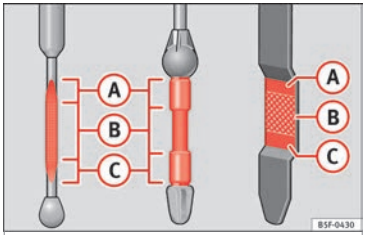

Fig. 224 Engine oil dipstick.
– Then pull it out once more and check the oil level ››› Fig. 224. Top up with engine oil if necessary.